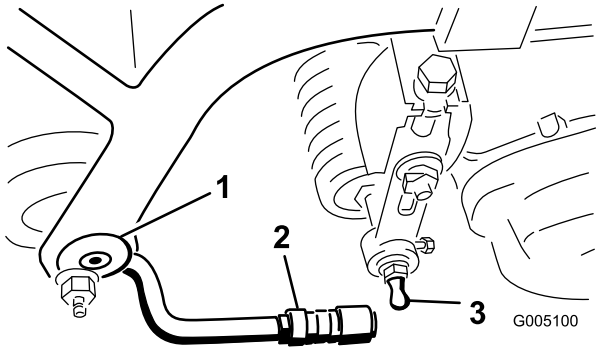

Figuur 7
2. Monteer een halvekogeltap op beide uiteinden van de voorste rol op de maaidekken (Figuur 7).
4. Schuif de mof weer op de kogelverbinding en draai de trekarm naar beneden zodat de mof past op de halvekogeltap. Laat de mof los zodat deze over de halvekogeltap schuift en de onderdelen aan elkaar vastzet (Figuur 7).